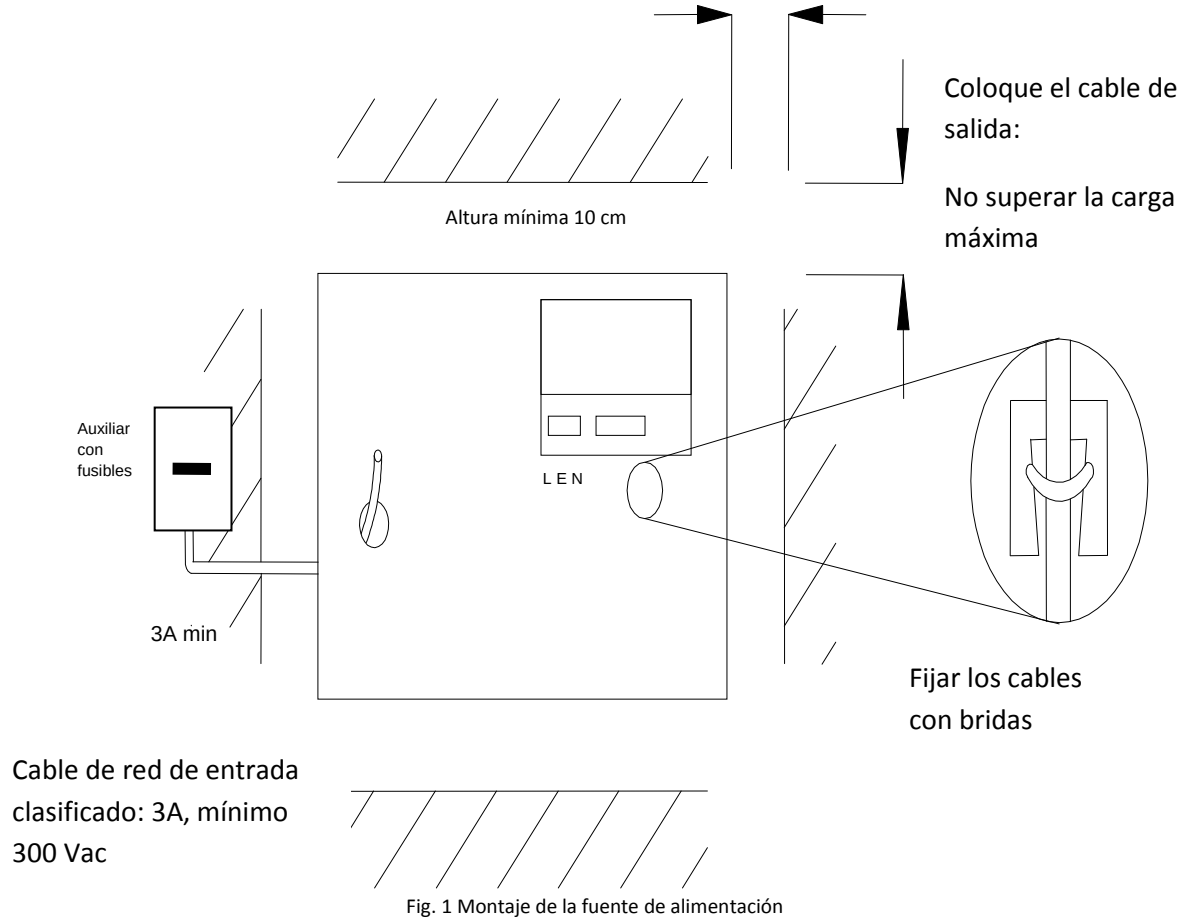

Fig. 1 Montaje de la fuente de alimentación
1) Monte firmemente en la orientación correcta que permita el espacio mínimo - ver Fig. 1.